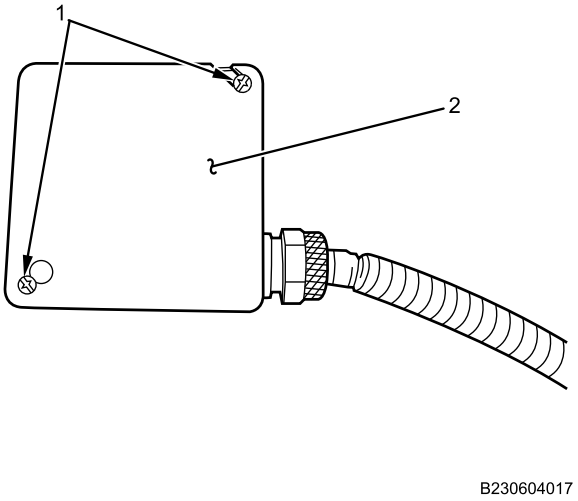

Figure 15. Junction Box Cover Screws.
12. Install two screws (Figure 15, Item 1) on junction box cover (Figure 15, Item 2). Tighten screws securely.